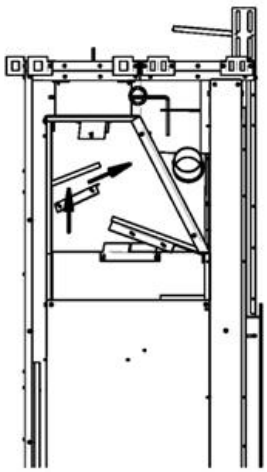

**Figure 40.3**
3. Pour enlever le deuxième coupe-feu, le prendre dans vos mains, le déplacer vers l'avant du foyer et il tombera de ses supports. **Figure 40.3**